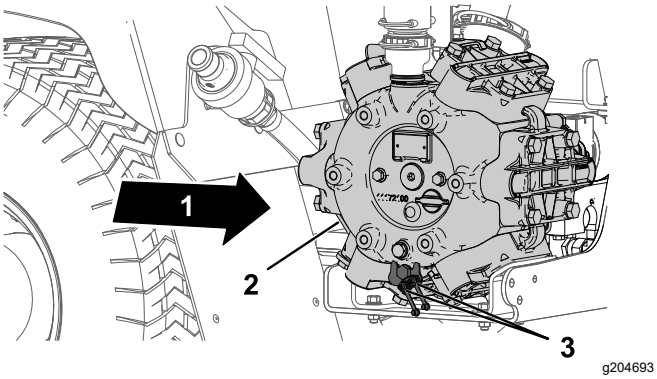

**Figur 70**
1. Torka av de två fjärrsmörjnipplarna (Figur 70).
2. Pumpa in fett i fjärrsmörjnippeln (Figur 70).